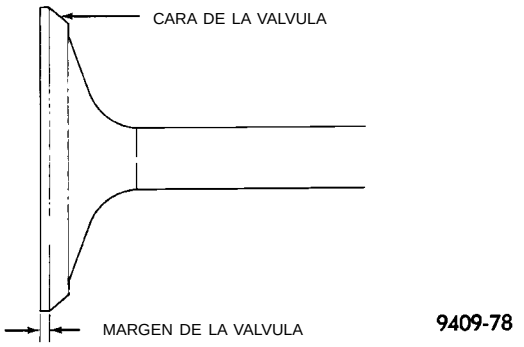

Fig. 95 Rectificación de las válvulas de admisión y escape
(1) Los asientos de válvula de admisión y escape, y la superficie de las válvulas poseen un ángulo de 45 grados.
(2) Inspeccione el margen que queda después de haber rectificado las válvulas (Fig. 95). Las válvulas de admisión con margen menor que 0,95 mm (1/32 de pulgada) y las de escape con margen menor que 1,05 mm (3/64 de pulgada) deben desecharse.